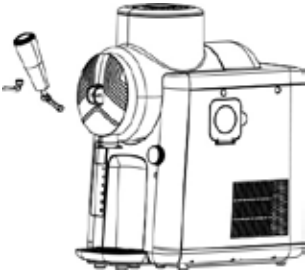

rys. 4
12. Wsunąć kranik w otwór i włożyć trzpień zabezpieczający, aby zamocować kranik (rys. 4): w tym celu otwory wylotu i dźwigni na kraniku muszą być wyrównane nad sobą; następnie należy przełożyć trzpień zabezpieczający i obrócić go, aż małym boczny trzpień wpasuje się w otwór na urządzeniu. Jeśli biały tłok w kanale wydawania nie jest zamocowany prawidłowo i utrudnia włożenie kranika, należy zapoznać się ze wskazówkami z rozdziału „Czyszczenie i pielęgnacja".